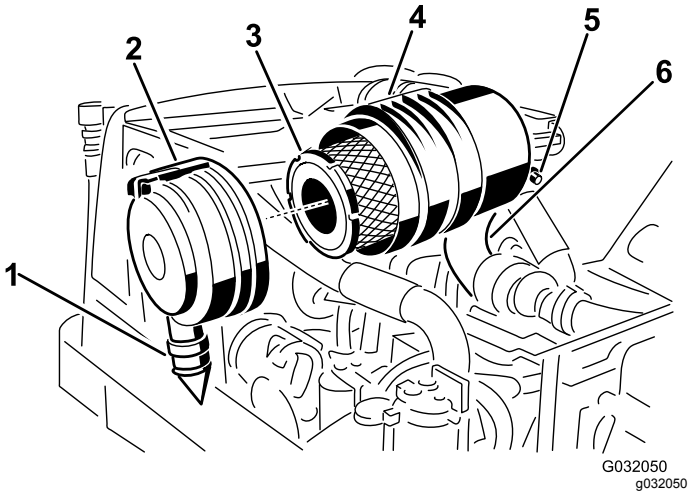

Figur 46
2. Ta bort huvudfiltret (Figur 46).
3. Sätt tillbaka huvudfiltret (Figur 46).
7. Montera kåpan med gummiutloppsventilen i nedåtläge (någonstans mellan klockan 5 och klockan 7 sett från änden) och säkra spärren (Figur 46).